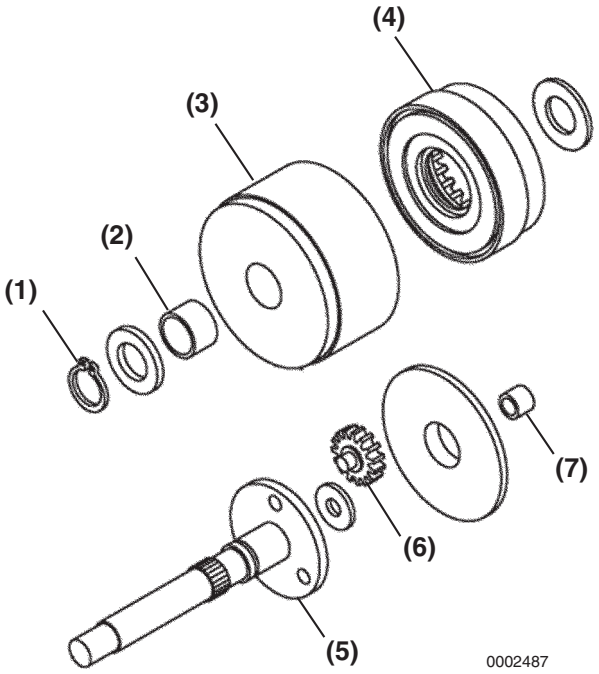

Figure 10-28
2. Reassemble the reduction gear **(Figure 10-28, (4))**, pinion shaft **(Figure 10-28, (5))**, planetary gears **(Figure 10-28, (6))**, and washers into the intermediate housing **(Figure 10-28, (3))**. Reinstall snap ring **(Figure 10-28, (1))**.